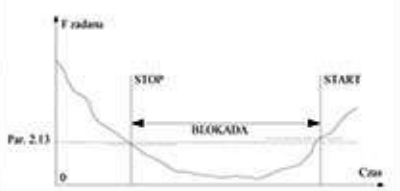

Rys. 4.16 – Zasada działania blokady od „F STOP"
- **Blokada od „F STOP":** W strukturę zadajnika wbudowana jest blokada, uaktywniana parametrem 2.14. Jeżeli jest on ustawiony na „NIE" wówczas par. 2.13 określa minimalną częstotliwość poniżej której nie spadnie częstotliwość zadana (domyślnie 0.5 Hz). Jeżeli par. 2.14 ustawiony jest na „TAK" wówczas par. 2.13 określa częstotliwość graniczną. Jeżeli wartość częstotliwości zadanej spadnie poniżej wartości określonej parametrem 2.13 wówczas nastąpi blokada (STOP) układu. Przyrost częstotliwości powyżej określonej par. 2.13 uruchomi układ ponownie. Załączenie / wyłączenie objęte są niewielką pętlą histerezy (rys. 4.16),